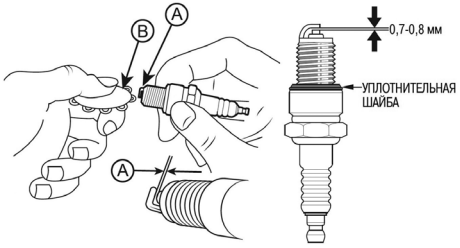

Рис. 47 Проверка межэлектродного зазора
4. Измерьте зазор А между электродами свечи зажигания специальным щупом В. Зазор должен быть 0,7-0,8 мм (Рис. 47). При увеличении, или уменьшении требуемого зазора, рекомендуется заменить свечу, так как регулировка зазора может привести к изменению качества искрообразования.